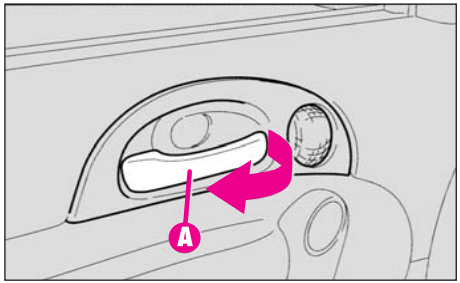

fig. 13
-Pentru a deschide ușa, trageți maneta (**A-fig. 13**)